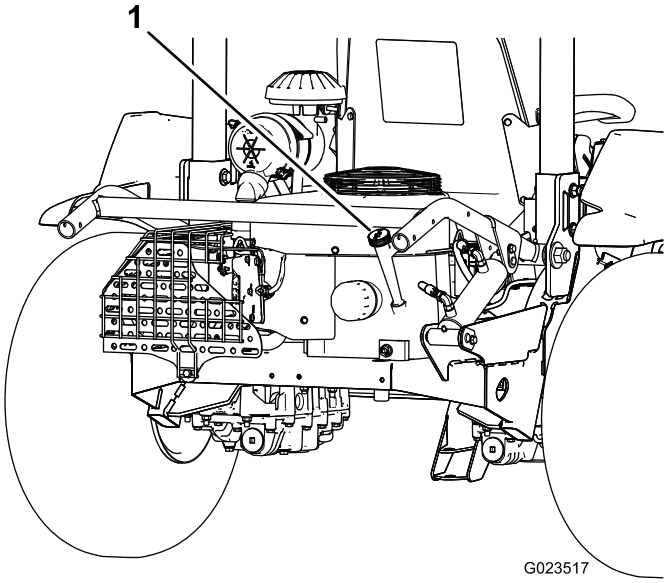
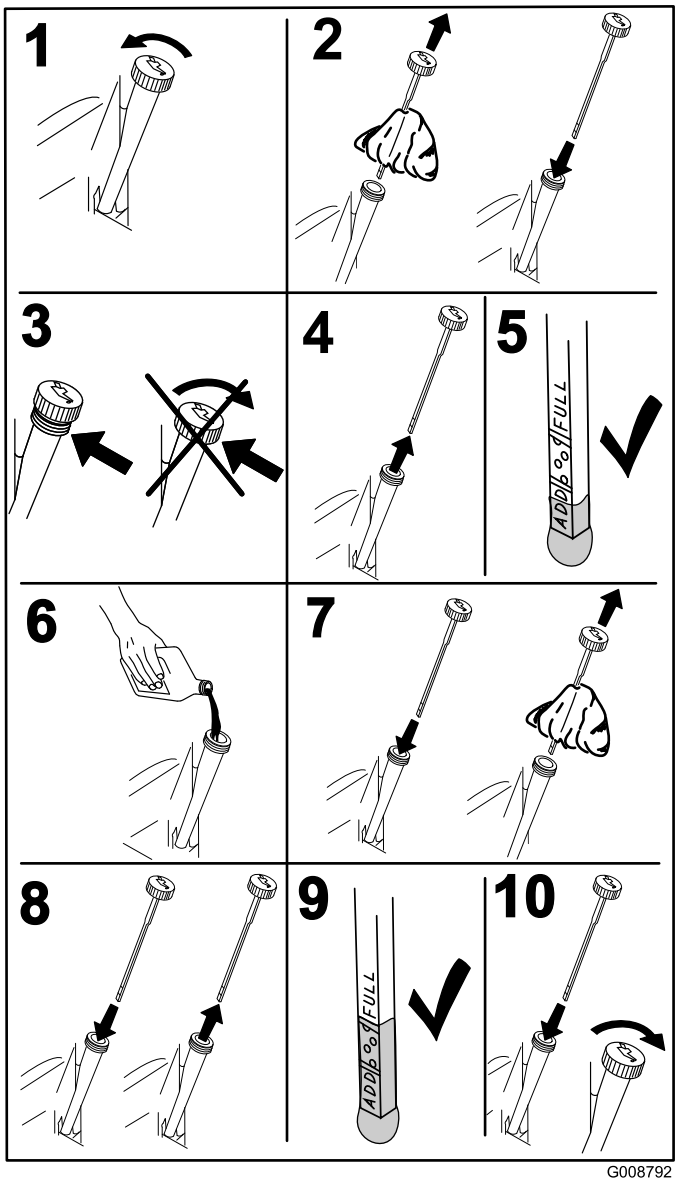

Figur 15
Figur 16
3. Ta ut peilestaven (Figur 15) og tørk den med en ren fille (Figur 16).